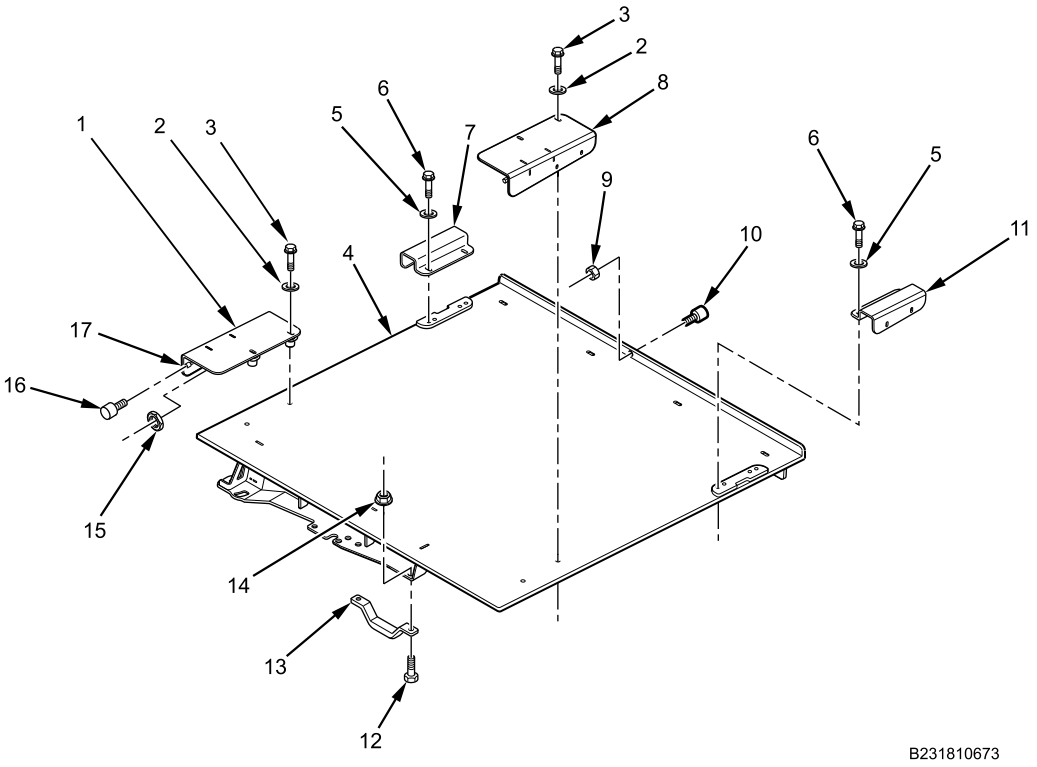

Figure 3. Gunner Hatch Brackets, Shock Absorbers, Rubber Buffer, and Handle.
1. Remove four bolts (Figure 3, Item 6), flat washers (Figure 3, Item 5), and rear brackets (Figure 3, Item 7 and 11) from gunner hatch (Figure 3, Item 4).
2. Remove four bolts (Figure 3, Item 3), flat washers (Figure 3, Item 2), and front holder brackets (Figure 3, Item 1 and 8) from gunner hatch (Figure 3, Item 4).
3. Remove two shock absorber nuts (Figure 3, Item 15) and shock absorbers (Figure 3, Item 16) from shock absorber mounting brackets (Figure 3, Item 17) on underside of front holder brackets (Figure 3, Item 1 and 8).
4. Remove nut (Figure 3, Item 9) and rubber buffer (Figure 3, Item 10) from gunner hatch (Figure 3, Item 4).
5. Remove two nuts (Figure 3, Item 14), two bolts (Figure 3, Item 12), and gunner hatch handle (Figure 3, Item 13) from gunner hatch (Figure 3, Item 4).